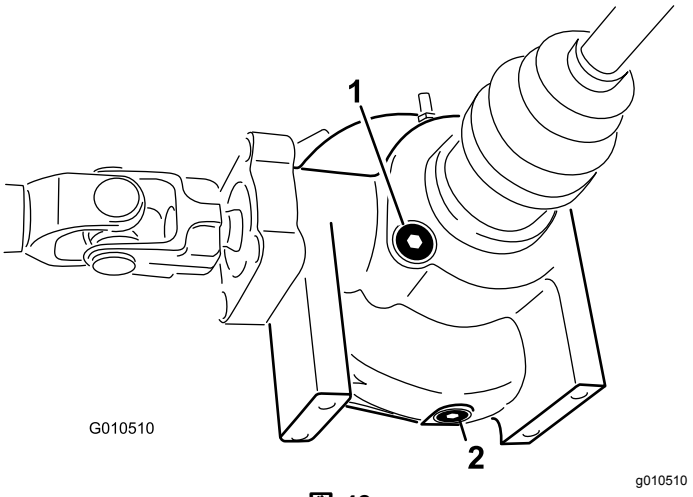

図 43
4. デファレンシャルの側面についている補給・点検プラグの周囲をきれいに拭く図 43。
4. デファレンシャル側面にあるドレンプラグの周辺をウェスできれいにぬぐう図 43。